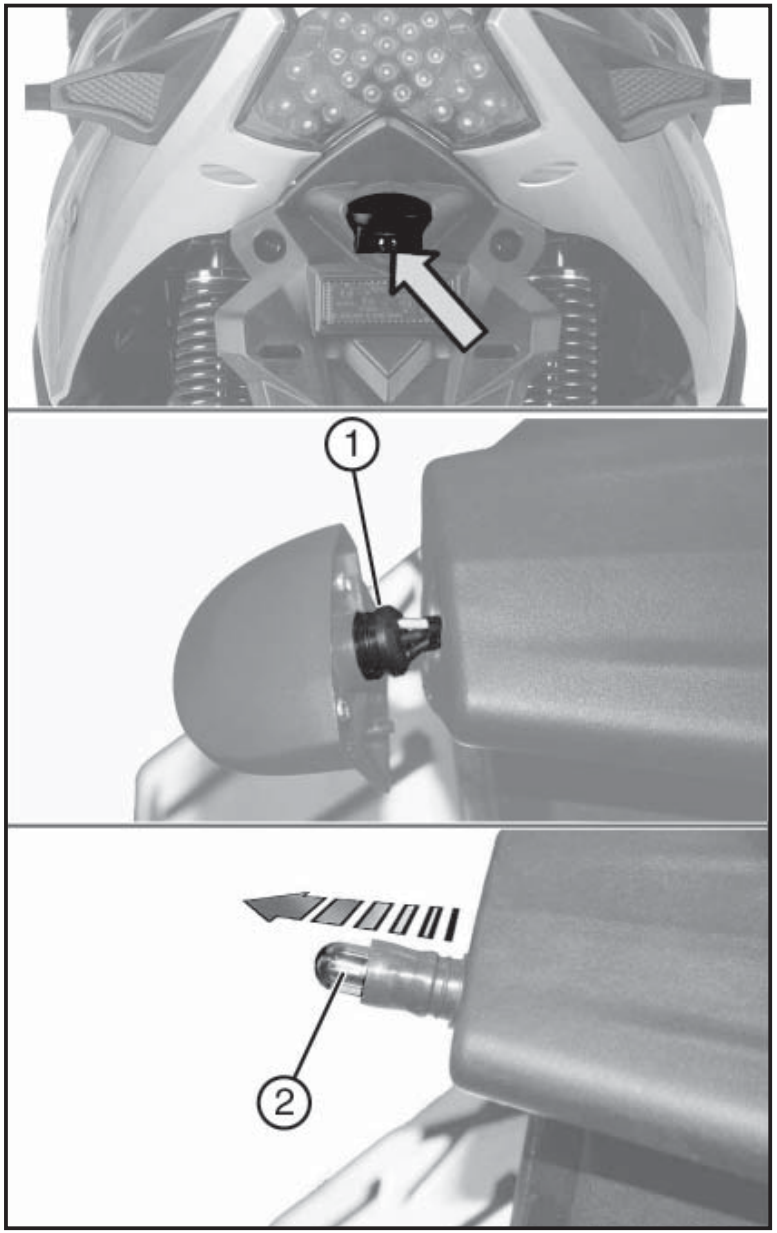

Fig. 01 QSI0071
6.17 LUZ PORTAMATRÍCULA (Fig. 01)